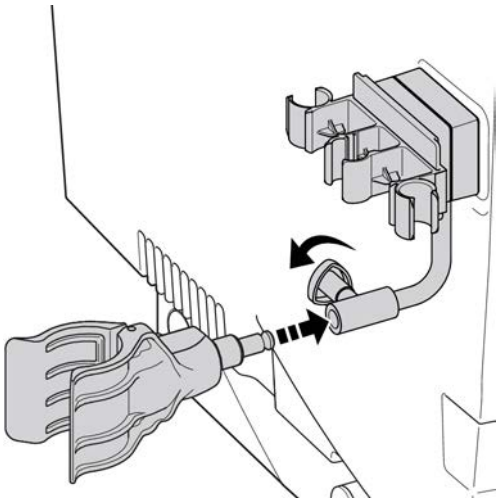

Figure 2-8. Dialyzer holder
1) Install the dialyzer holder according to Figure 2-8 “Dialyzer holder” on page 26.